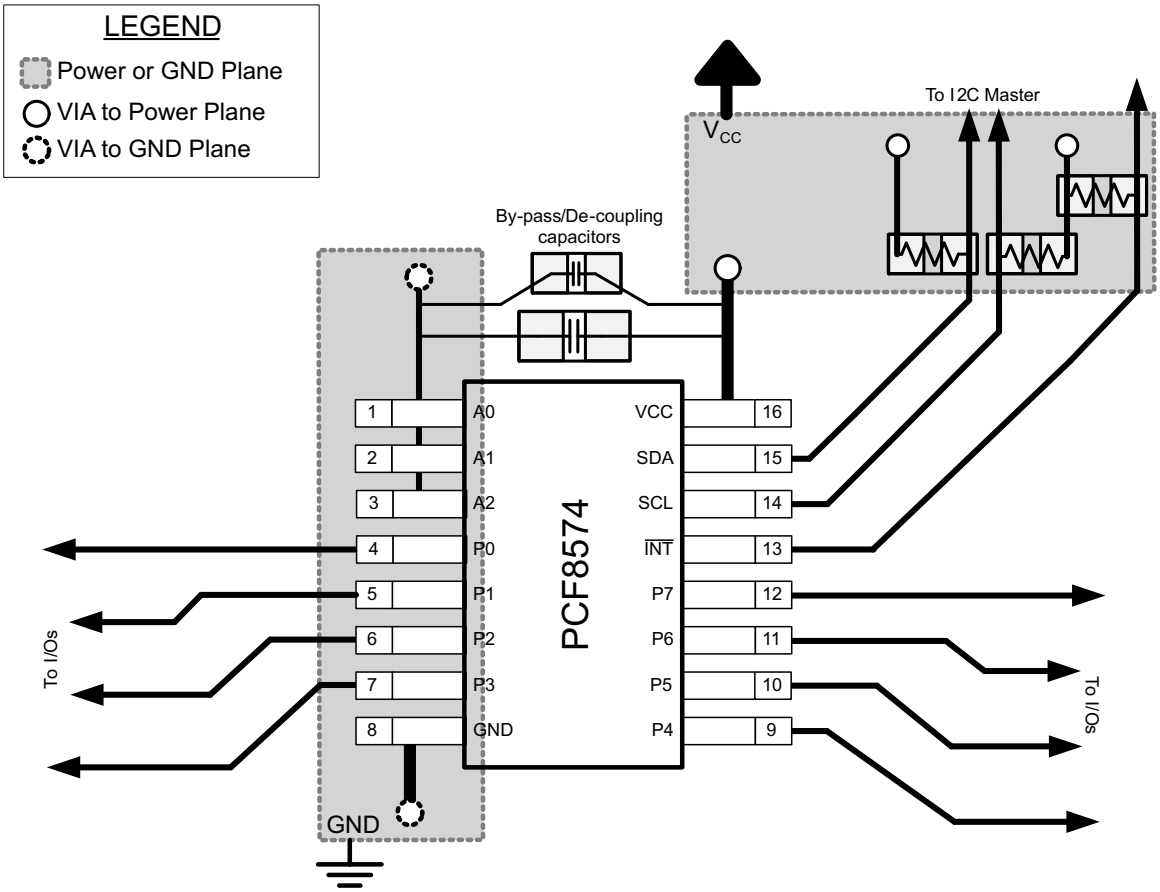

**Figure 8-10. Layout Example for PCF8574**
In all PCB layouts, it is a best practice to avoid right angles in signal traces, to fan out signal traces away from each other upon leaving the vicinity of an integrated circuit (IC), and to use thicker trace widths to carry higher amounts of current that commonly pass through power and ground traces. By-pass and de-coupling capacitors are commonly used to control the voltage on the VCC pin, using a larger capacitor to provide additional power in the event of a short power supply glitch and a smaller capacitor to filter out high-frequency ripple. These capacitors should be placed as close to the PCF8574 device as possible. These best practices are shown in Figure 8-10.
For the layout example provided in Figure 8-10, it would be possible to fabricate a PCB with only 2 layers by using the top layer for signal routing and the bottom layer as a split plane for power (VCC) and ground (GND). However, a 4 layer board is preferable for boards with higher density signal routing. On a 4 layer PCB, it is common to route signals on the top and bottom layer, dedicate one internal layer to a ground plane, and dedicate the other internal layer to a power plane. In a board layout using planes or split planes for power and ground, vias are placed directly next to the surface mount component pad which needs to attach to VCC or GND and the via is connected electrically to the internal layer or the other side of the board. Vias are also used when a signal trace needs to be routed to the opposite side of the board, but this technique is not demonstrated in Figure 8-10.